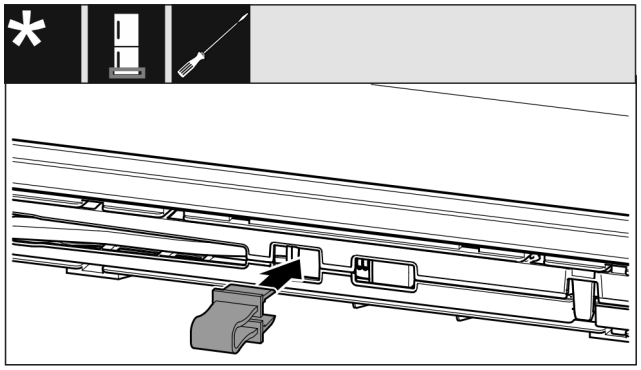

Fig. 13
▶ Pojistku nechte zapadnout do otvoru. (viz Fig. 13)